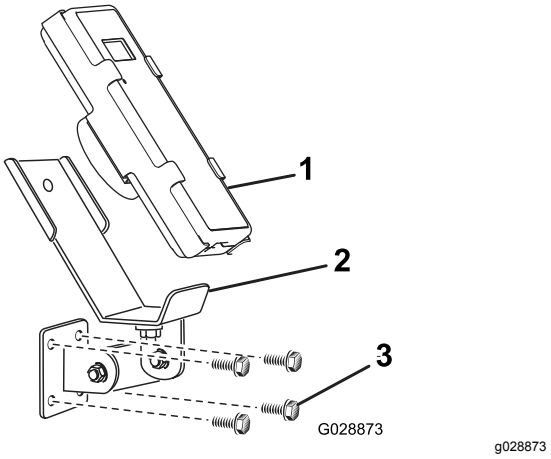
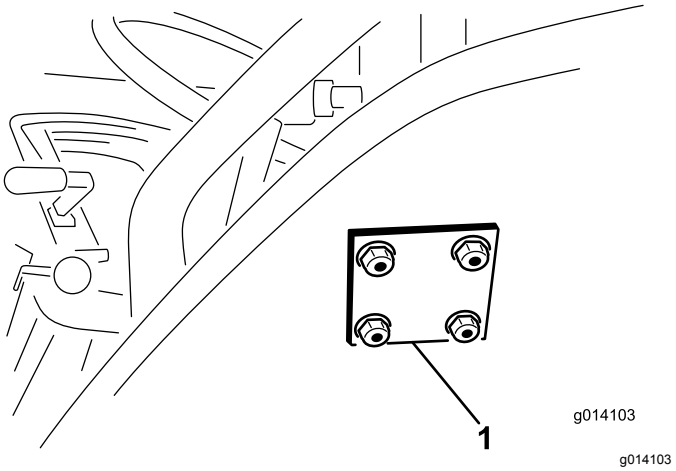

Figur 14
Figur 15
3. Sätt fast monteringsfästet och fästplattan med 4 huvudbultar med fläns (5/16 x 1½ tum) och låsmuttrar med fläns (Figur 14 och Figur 15).